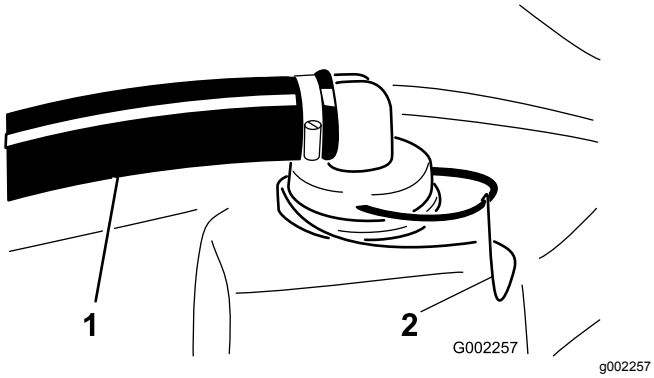

Figur 16
2. Fjern holderen som fester slangekoblingen til den store slangen og sugefilterhuset øverst på spredertanken (Figur 16).
3. Fjern slangen og slangekoblingen fra sugefilterhuset (Figur 16).